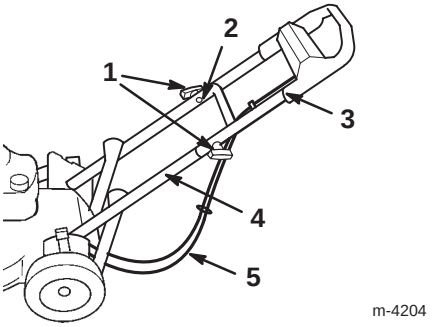

Figura 3
6. Asegúrese de que los cables pasen por debajo y por detrás del manillar inferior, según muestra la Figura 3.